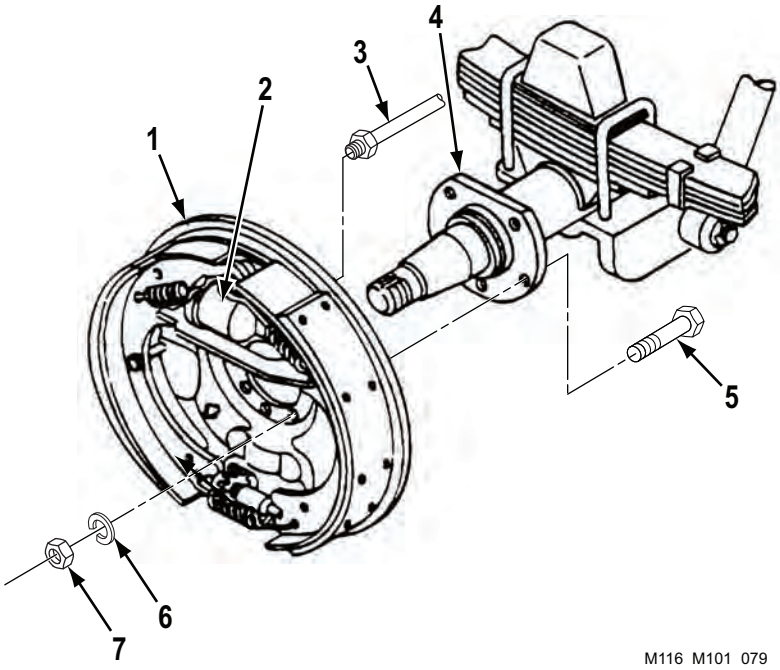

Figure 5. Backing Plate Installation.
1. Install backing plate (Figure 5, Item 1) and service brake assembly on axle (Figure 5, Item 4) with five cap screws (Figure 5, Item 5), new lockwashers (Figure 5, Item 6), and nuts (Figure 5, Item 7).
2. Connect hydraulic tube assembly (Figure 5, Item 3) to wheel cylinder (Figure 5, Item 2) at backing plate (Figure 5, Item 1).